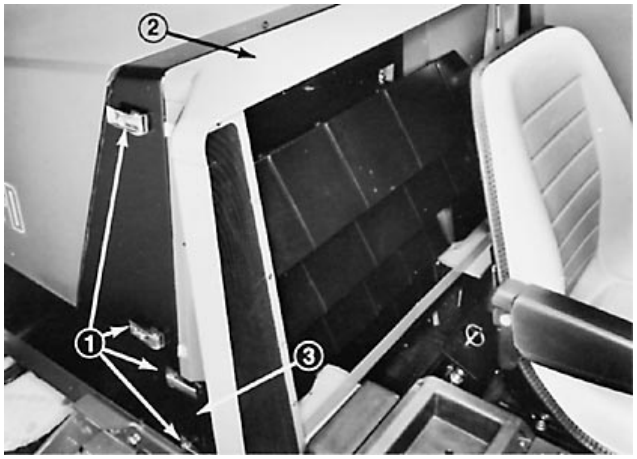

Figure 41
B. Unlatch latch handles on both sides and remove radiator cowl and grille support (Fig. 41).